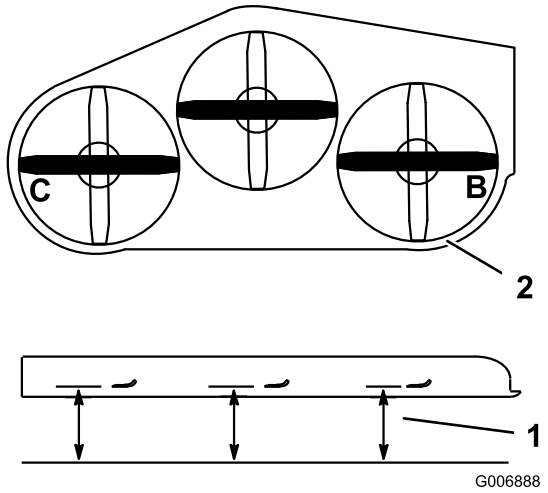

**Figur 80**
1. Placer **højre** skærekniv side til side (Figur 80).
2. Mål den højre kniv ved punktet **B** fra en plan overflade til knivspidsens skarpe kant (Figur 80).
4. Placer venstre skærekniv side til side (Figur 80).
5. Mål den venstre kniv ved punktet **C** (Figur 80) fra en plan overflade til knivspidsens skarpe kant.